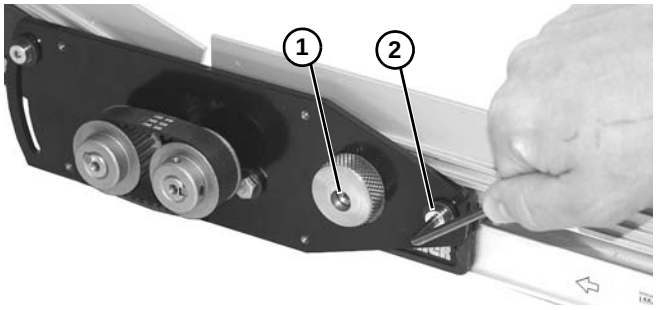

Abbildung 23
13. Schraube **(Abbildung 23, Teil 1)** im Exzenter festziehen, um Bandspannung zu sperren.
14. Schraube **(Abbildung 23, Teil 2)** auf 7 Nm festziehen, um Position zu sichern.